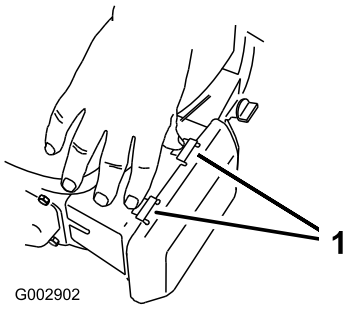

Figur 21
1. Tryck ned spärrhakarna på luftrenarkåpan (Figur 21).